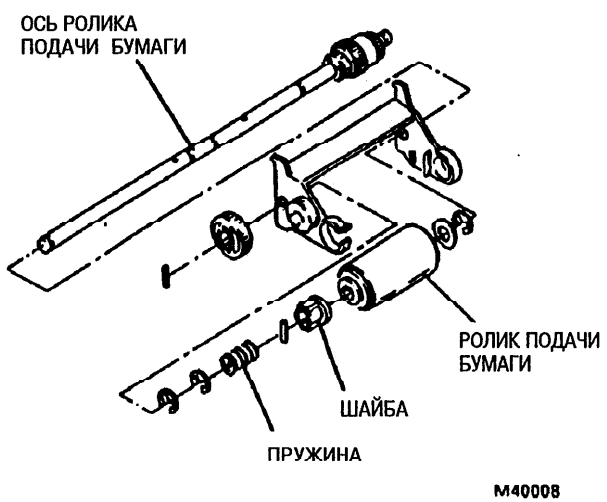

Рис. 2. Снятие ролика подачи бумаги
4. (Рис. 2): Разобрать металлические крепления с оси ролика подачи бумаги и снять ролик подачи бумаги.